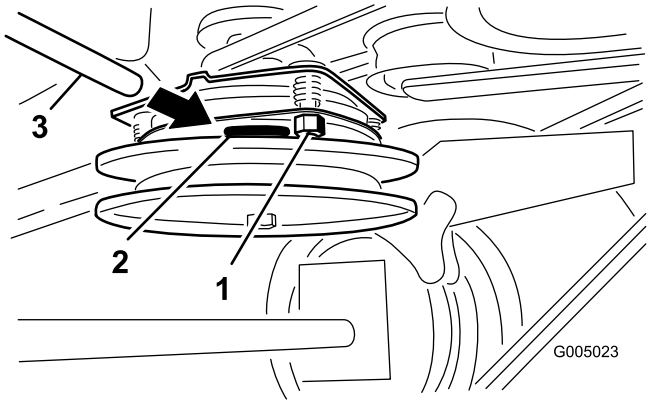

Figura 47
2. Apriete las contratuercas que empiece a notar una ligera fricción en la galga, pero dejando que ésta se mueva con facilidad en el entrehierro (Figura 47).